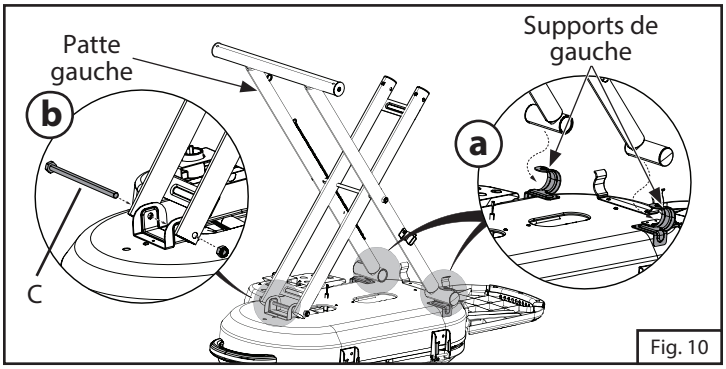

Fig. 10
9. Déplier les pattes et mettre l'extrémité de la patte gauche dans les supports pour patte (étape a de la fig. 10). Fixer la patte droite à la base du gril à l'aide du boulon C. (étape b de la fig. 10)